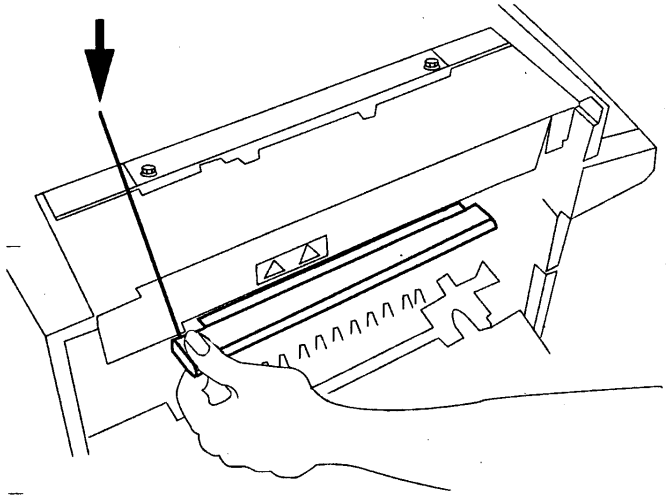

Рис. 1. Демонтаж копи-картриджа
2. Снимите копи-картридж (Рис. 1).